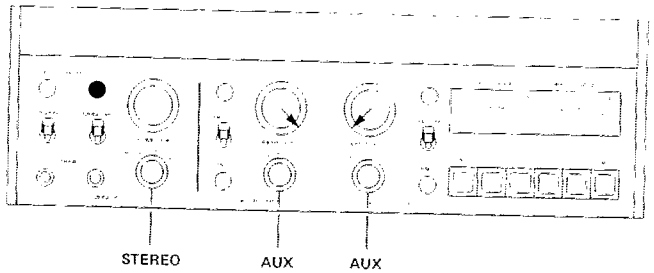

Fig. 6.5.–7
– Bedienungselemente nach Fig. 6.5.–7 einstellen.
– Set operating controls as per fig 6.5.–7